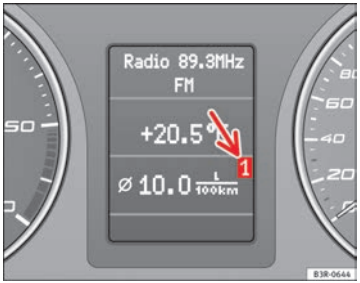

Abb. 59 Bordcomputer: Speicherebene 1
Welche Speicherebene gerade im Display angezeigt wird, können Sie anhand der dargestellten Nummer ⇒ Abb. 59 erkennen. Die Daten des Einzelfahrt-Speichers (Bordcomputer 1) werden angezeigt, wenn im Display eine **1** erscheint. Erscheint eine **2**, werden die Daten des Gesamtfahrt-Speichers (Bordcomputer 2) angezeigt.
– Die Reset-Taste (B) so lange antippen, bis der Bordcomputer (Speicherebene 1 oder 2) im Display ⇒ Abb. 59 erscheint.